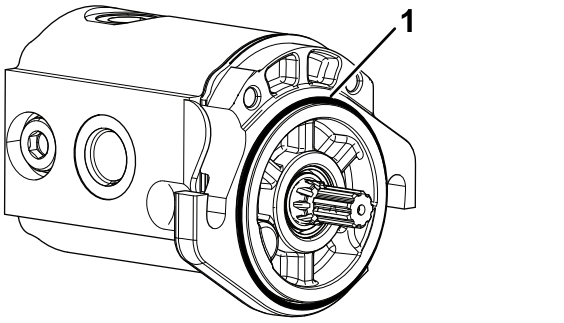

Figure 7
5. Posez le joint torique sur le moteur de cylindre (Figure 7).